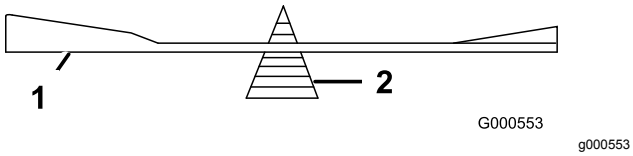

Figur 69
2. Kontroller knivens balance ved at placere den på en afbalanceringsenhed (Figur 69).